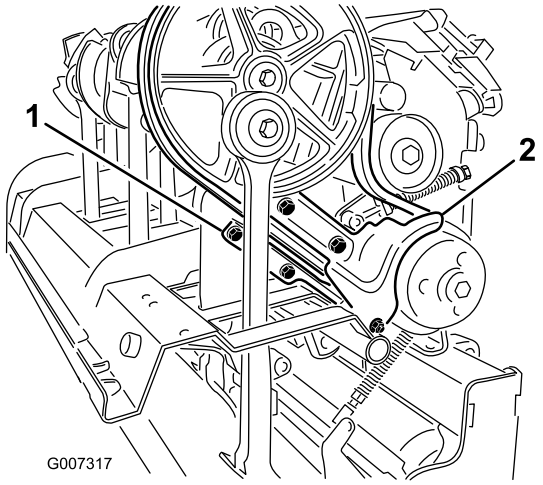

Figur 32
3. Ta bort fästelementen som håller smutsskyddet och det nedre remskyddet på plats (Figur 32). Ta bort smutsskyddet och det nedre remskyddet.